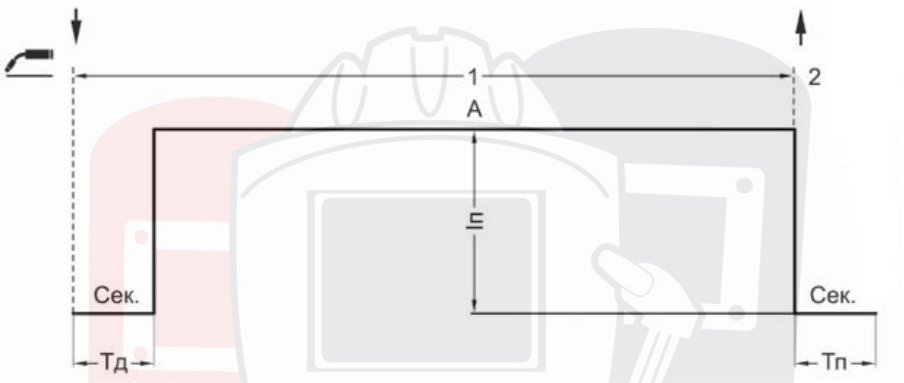

Рис. 7.2.1. Режим работы аппарата 2Т.
**Двухтактный режим (2Т)** рекомендуется использовать при длине сварочных швов до 200 мм (См. рис. 7.2.1).